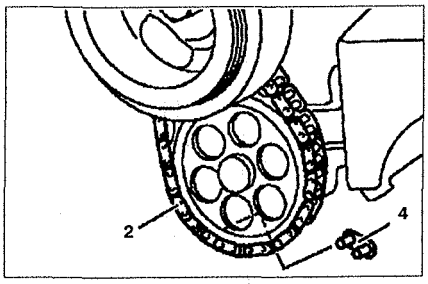

Рис. 2.86. Соедините концы новой цепи 2 с помощью нового промежуточного звена 4.
5. Отсоедините старую цепь **1** и соедините концы новой цепи **2** с помощью нового промежуточного звена **4** (см.рис.2.86).